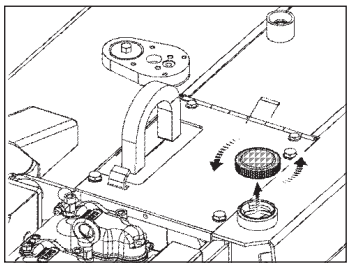

Fig. BA3 Opening the tank cover
- ➡ Opening the tank cover *(Fig. BA3)*.